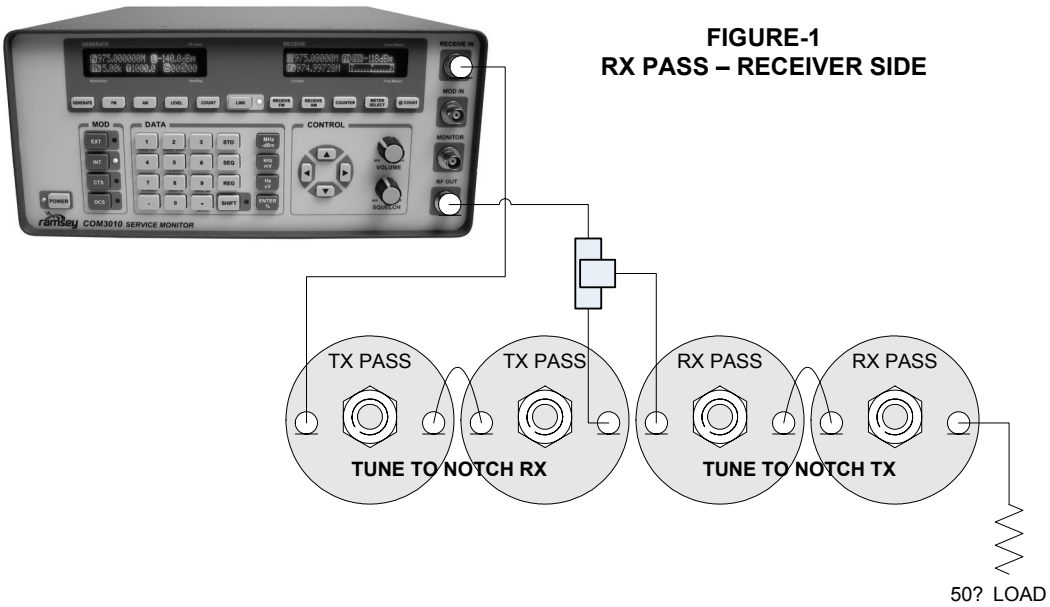

FIGURE-1
2. Connect RF OUT to the duplexer antenna port as shown in FIGURE-1 below. This is done in order to inject each signal for the test. -50 dbm output is a good starting point. Do not disconnect this as it will remain connected this way for the entire procedure.